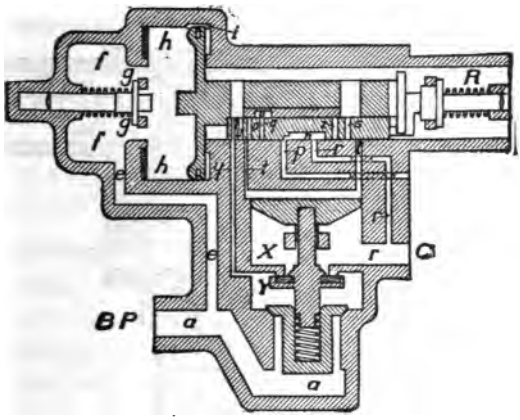

FIG. 17.—K TRIPLE VALVE—RETARDED RELEASE POSITION.
Q. What is shown in Fig. 17?
A. Fig. 17 represents the different parts of the *K* triple in the Retarded-Release position.